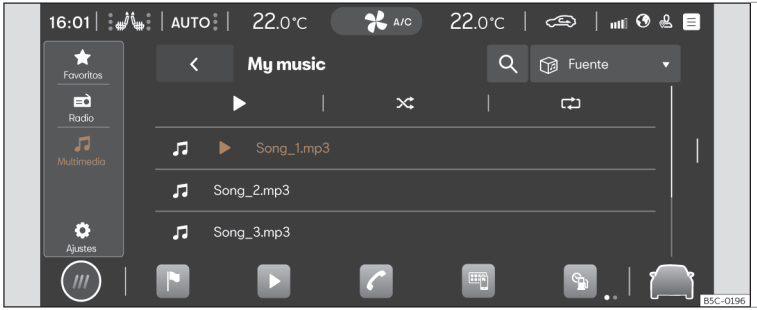

Fig. 135 Representación esquemática: Vista Multimedia
- Pulse ▶ > ♫ >>> **fig. 135**.